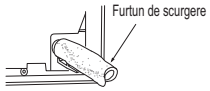
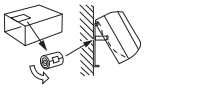

Fig. 4
Fig. 5
5) Introduceţi complet capacul de scurgere în partea dreaptă din spate a unităţii interioare. (Fig. 4)
6) Introduceţi furtunul de evacuare în manşonul pentru orificii realizate în perete (C) şi prindeţi partea superioară a unităţii interioare la placa de instalare (1). Apoi, deplasaţi complet spre stânga unitatea interioară pentru a facilita amplasarea conductelor în spaţiul din spatele unităţii.
7) Decupaţi o bucată de carton din cutia de livrare, rulaţi-o, prindeţi-o de colierul din spate şi utilizaţi-o ca distanţier pentru a ridica unitatea interioară. (Fig. 5)
8) Conectaţi conductele de agent frigorific la conducta prelungitoare (B).
9) Împingeţi partea inferioară a unităţii interioare în placa de instalare (1).